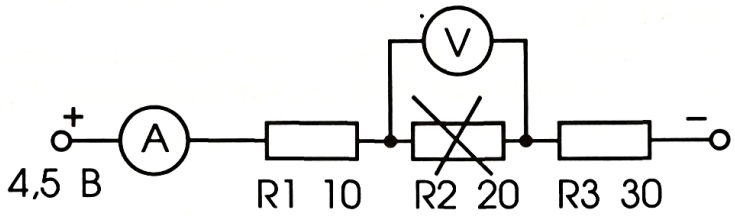

Рис. 4
1. Соберите электрическую цепь по рис. 4 и запомните показания приборов.